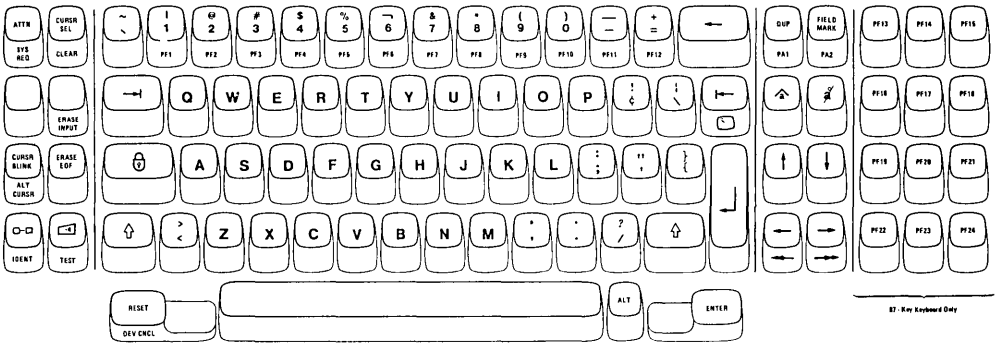

Figure 5-4. 3278 Typewriter Keyboard
- The Typewriter keyboard (Figure 5-4), which is similar to the 3275 and 3277 Typewriter keyboard